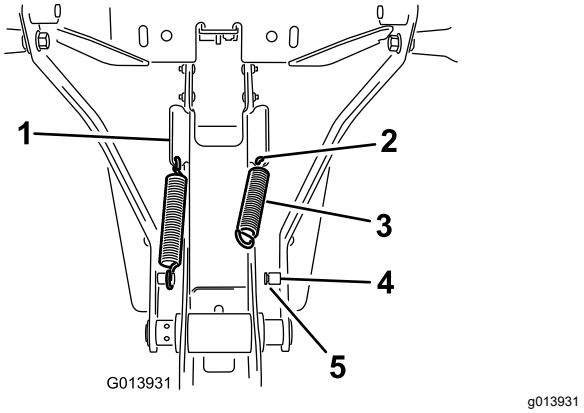

Rysunek 8
1. Zamontuj sprężynę w otworze w dolnym końcu wypustu kątowego z boku zespołu ramy (Rysunek 8).
2. Zamocuj koniec sprężyny w otworze w wypuście kątowym i zaczep drugi koniec o słupek sprężyny (Rysunek 8).
3. Upewnij się, że koniec sprężyny jest prawidłowo osadzony w rowku słupka (Rysunek 8).